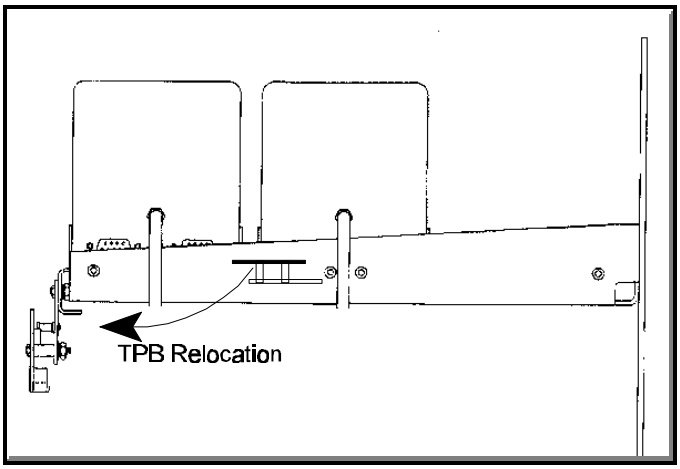

Figure 1 **TPB on Front of Pressure-Sensor Rack**
5. Relocate the TPB to the front of the pressure-sensor rack and install using S100-FMK102 (refer to figures 1 and 2).